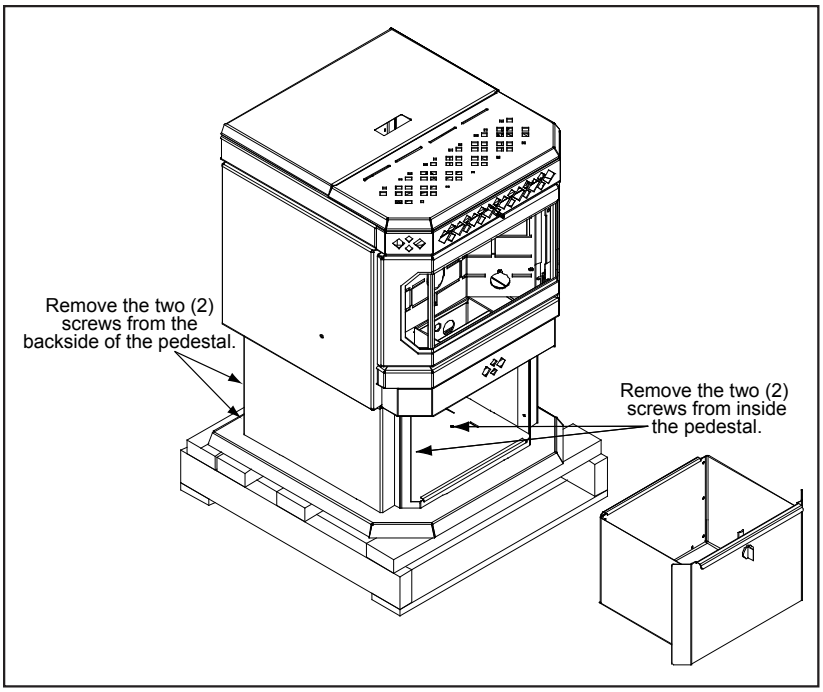

Figure 9: Screws to take out to remove freestanding unit from pallet.
FREESTANDING: To remove your new freestanding stove from its pallet, remove the ash pan and remove the two (2) wood screws inside this area as shown (see Figure 9). Also remove the two (2) wood screws on the back of the pedestal. Remove the unit form the pallet and replace the ash pan.